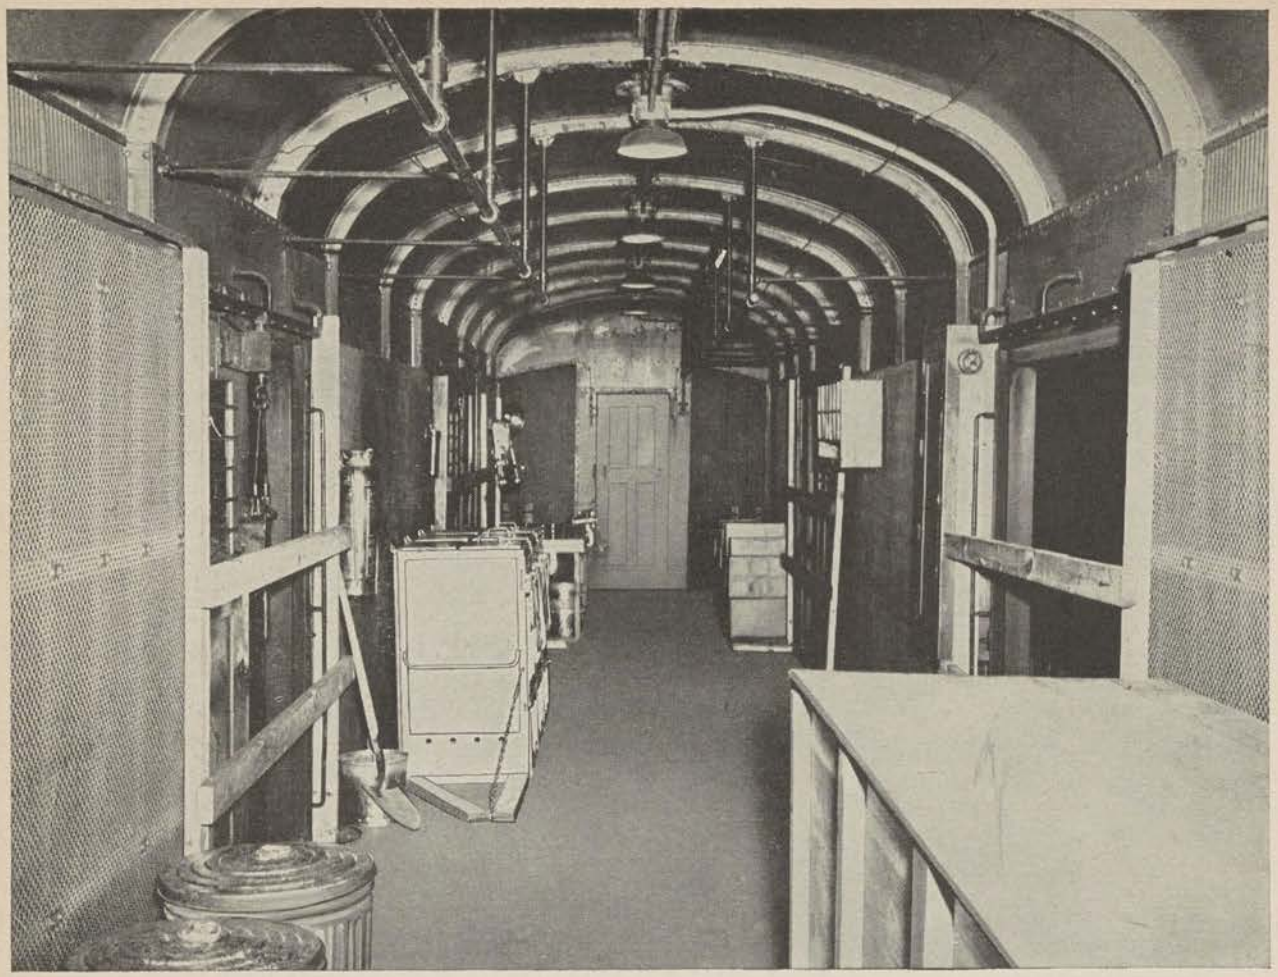

Figure 41. Three-cabinet unit, range, field, M1937, installed in railway kitchen car.
a. When properly installed, the M1937 range may be used for cooking in railway kitchen cars. (See figs. 41 and 42.)
e. GASOLINE SUPPLIES. (1) All gasoline, either in kitchen cars or in the reserve supply, must be carried only in cans meeting Interstate Commerce Commission specification "ICC 5–L." Range reservoirs must be filled only from cans of this type. A nozzle may be furnished with each unit of cabinets for the safe transfer of gasoline into the tank of the range.